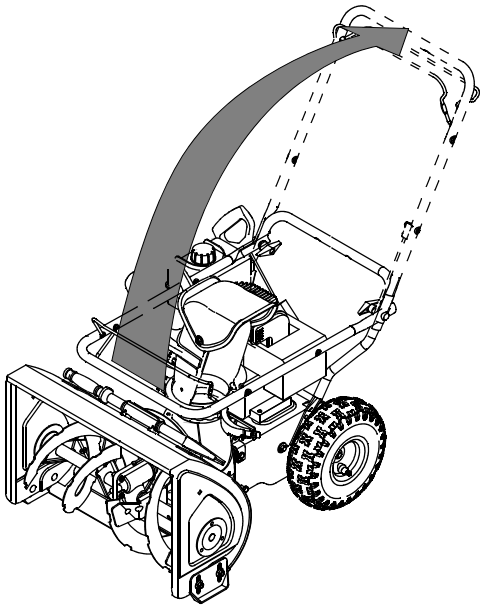

Figura 3
3. Sostenga ambos ganchos de control contra la manija superior y empújelos hacia arriba como se detalla en Figura 3 . Asegúrese de que las trabas de la manija superior sobre la manija inferior y los soportes cónicos se alineen con la manija. Tendrá que manipular cuidadosamente la manija superior para destapar el canal de descarga.